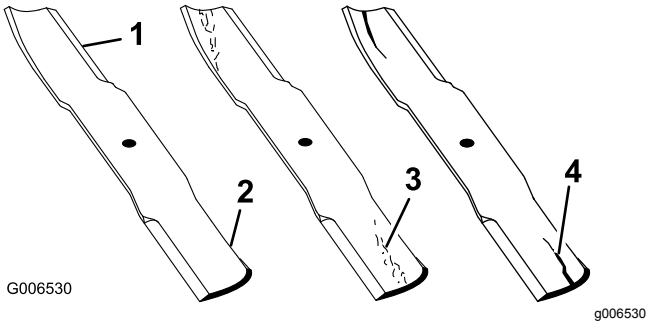

Figur 108
1. Kontrollera eggarna (Figur 108).
4. Montera omedelbart en ny kniv om du upptäcker sprickor, slitage eller spårbildning i detta område (Figur 108).